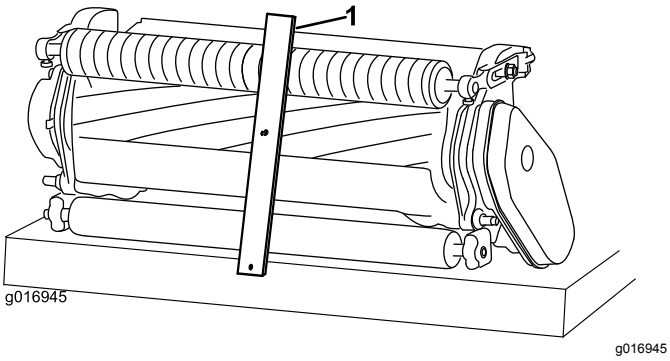

**Figur 11**
3. Haka på skruvhuvudet på underknivens skäregg och vila stångens bakände på den bakre rullen (Figur 11).